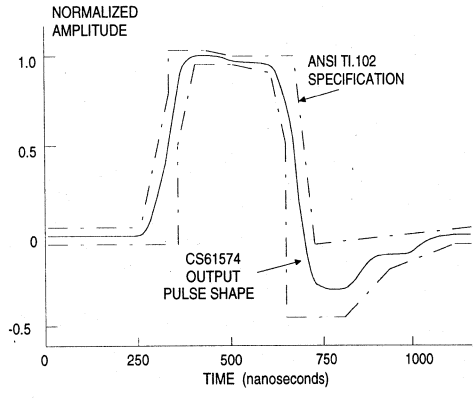

Figure 7. Typical Pulse Shape at DSX-1 Cross Connect
12. These amplitudes, measured at the DSX-1 Cross-Connect, are for all line length settings from LEN2/1/0 = 011 to LEN2/1/0 = 111 (see Figure 7).
For T1 DSX-1 applications, line lengths from 0 to 655 feet (as measured from the transmitter to the DSX-1 cross connect) are selectable. The five partition arrangement meets CB-119 requirements when using ABAM cable. A typical output pulse is shown in Figure 7. These pulse settings can also be used to meet CCITT pulse shape requirements for 1.544 MHz operation.